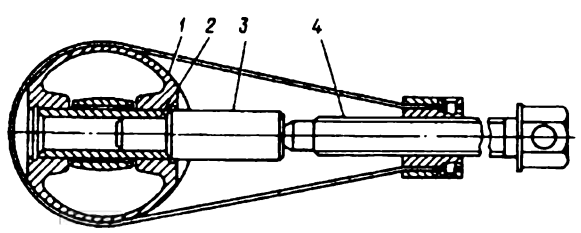

Рис. 55. Выпрессовка поршневого пальца из поршня:
31. Выньте стопорные кольца из бобышек поршней и при помощи съемника (рис. 55) выпрессуйте поршневые пальцы из поршней.